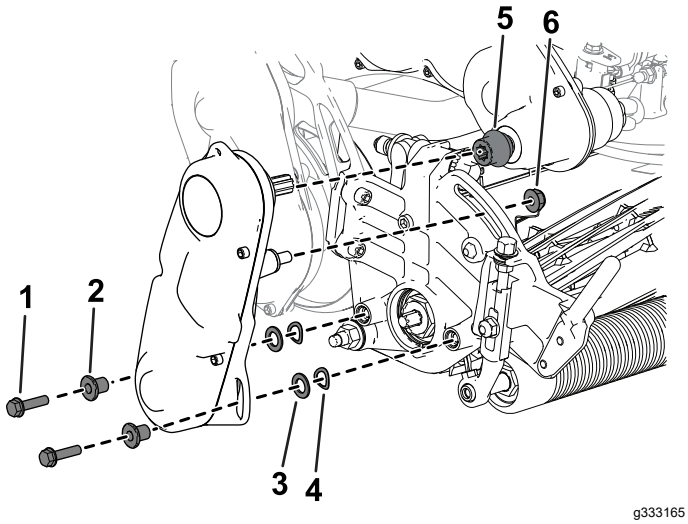

**Figuur 48**
3. Verwijder de messenkooiaandrijving van de maai-eenheid (Figuur 48) en bewaar het bevestigingsmateriaal.